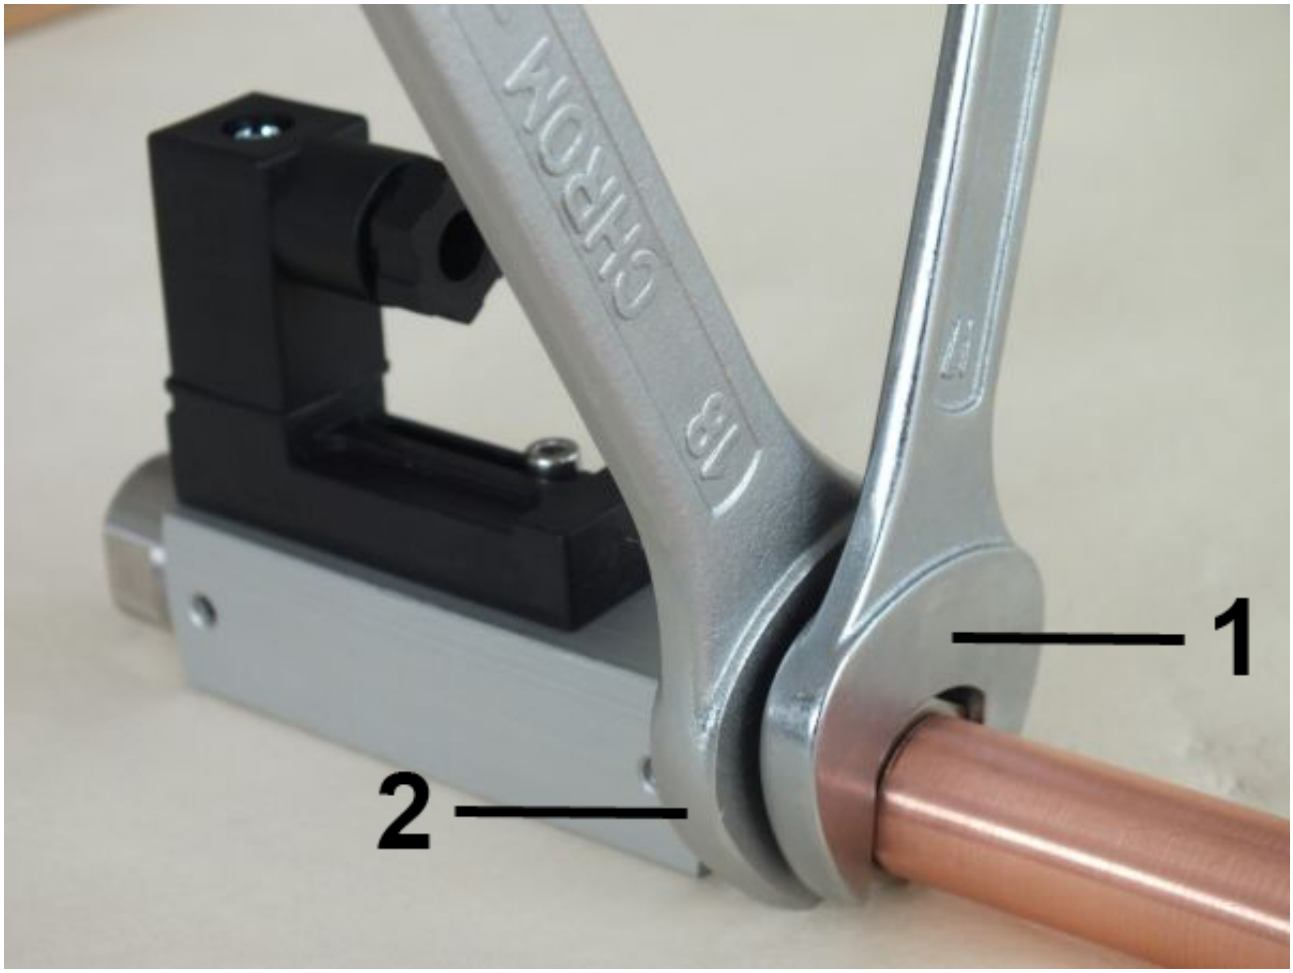
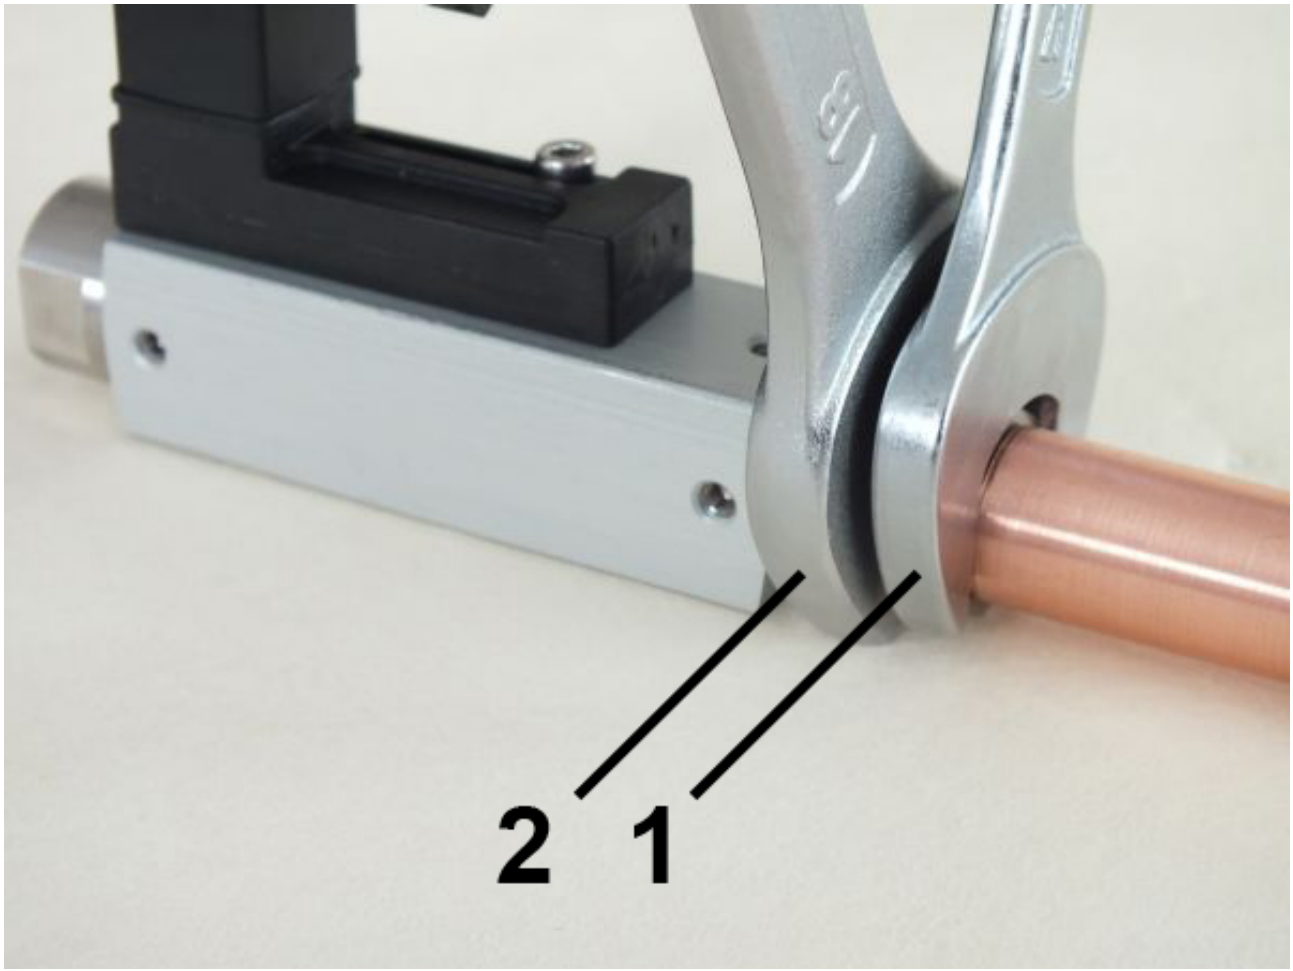

Fig. 11: Screw in the device
Fig. 12: Screw in the device
2. Fasten the adapter union of the pipeline with an appropriate spanner (*Fig. 11*/1) When doing so, lock the process connection in place to prevent slip, using a suitable spanner (*Fig. 12*/2)
3. Keep turning in the adapter union (*Fig. 12*/1) while holding the process connection locked (*Fig. 12*/2) until the connection is tight